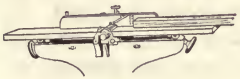

Fig. 6.
9. Jointing.—Boards that are not jointed at the time they are dressed must be edged on a jointer or on a special machine. Machine jointing is done for special jobs in cabinet work such as making glue joints and other work requiring true, straight edges. The rear table of the jointer is set level with the knives. The front or working table is adjusted according to the cut desired. See Fig. 6. The adjustable bevel gauge should be set at the proper angle with the face of the table to give the desired angle to the edge of the board. For a right angle, it should be tested with the try-square, and with the bevel for any other angle. Although some gages are graduated in degrees, it is well always to test the angle. The left hand is used to hold the board against gage and face of the jointer while the board is pushed forward with the right hand. The jointer can be used for rabbeting, and, when fitted with special cutters, it can be used for beading, moulding and grooving.